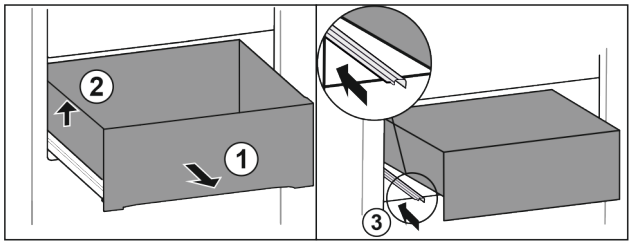

Fig. 159
▶ Tirer le tiroir jusqu'en butée. *Fig. 159 (1)*
▶ Soulever le tiroir sur la gauche. *Fig. 159 (2)*
▶ Rentrer le rail de gauche. *Fig. 159 (3)*